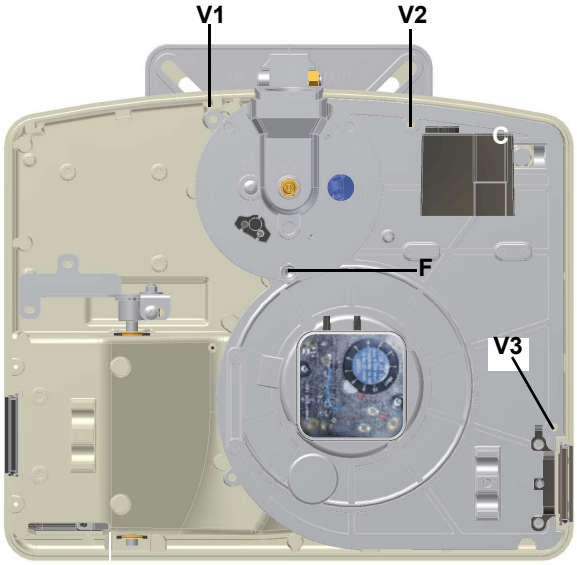

Рис. 28
- Снять, проверить и почистить голову сгорания (см. Рис. 28 и последующие)
1 Снять плиту с компонентами горелки **C**, отвинтив для этого 3 винта **V1**, **V2**, **V3** и крепежный штифт **F** (Рис. 28..).